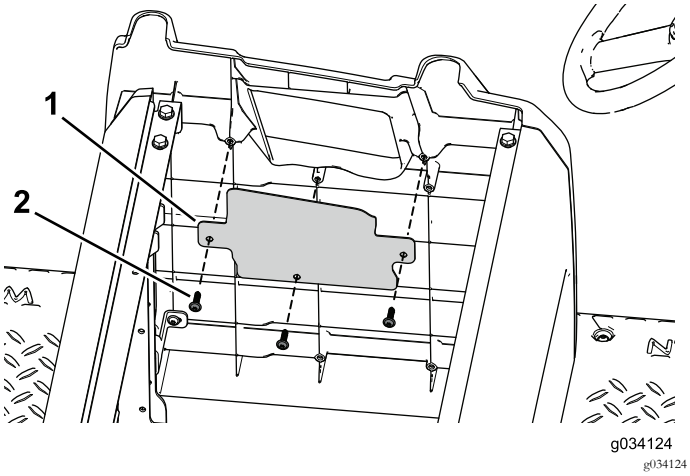

Figura 44
2. Utilice los 3 tornillos autorroscantes para sujetar la tapa de la abertura de la placa lateral (Figura 44).